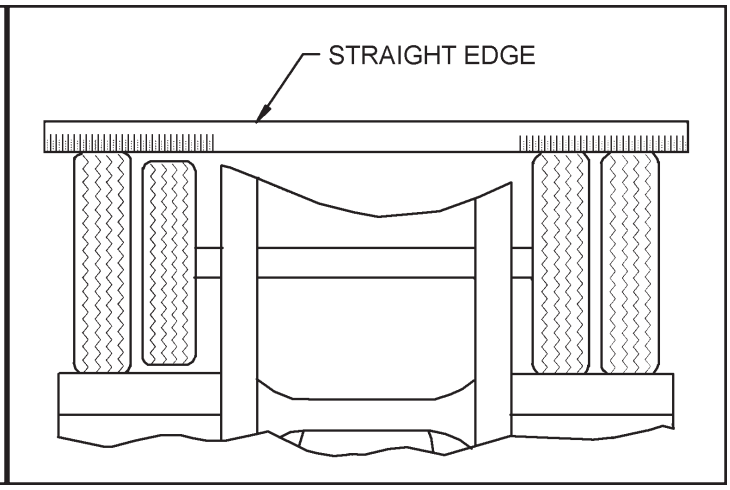

Figure 4-20 Straight Edge Method
b. **Straight Edge or String Method**: (This method cannot be used if tire and wheel assemblies are not mounted on the axle.) Jack trailer up until the wheels are off of the ground. Hold a straight edge against the tires of both ends of an axle. A gap at one tire indicates a smaller tire. A maximum of 1/8" gap is allowed **(See Figure 4-20)**.